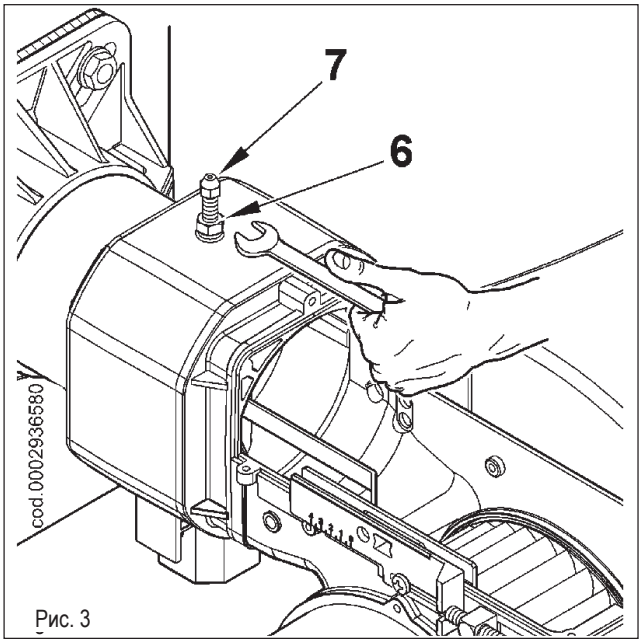

Рис. 3
- После того, как была ослаблена гайка (6), снимите блокирующий винт (7) узла смешения (рисунок 3).